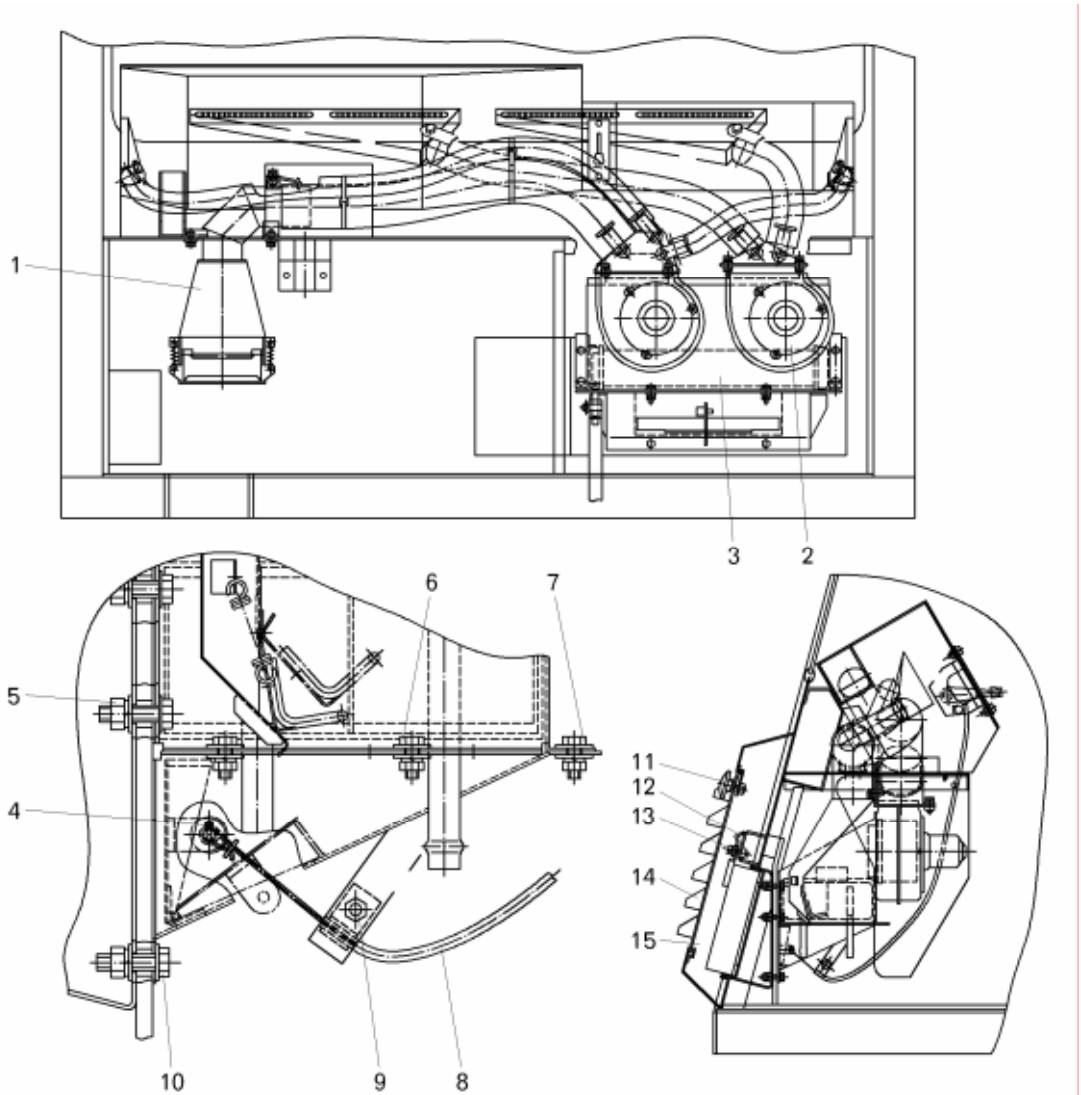

Рисунок 15.12 – Установка отопителя кабины:
– отвернуть гайку 9 (рисунок 15.12), извлечь шплинт 4 и снять трос привода управления заслонками;